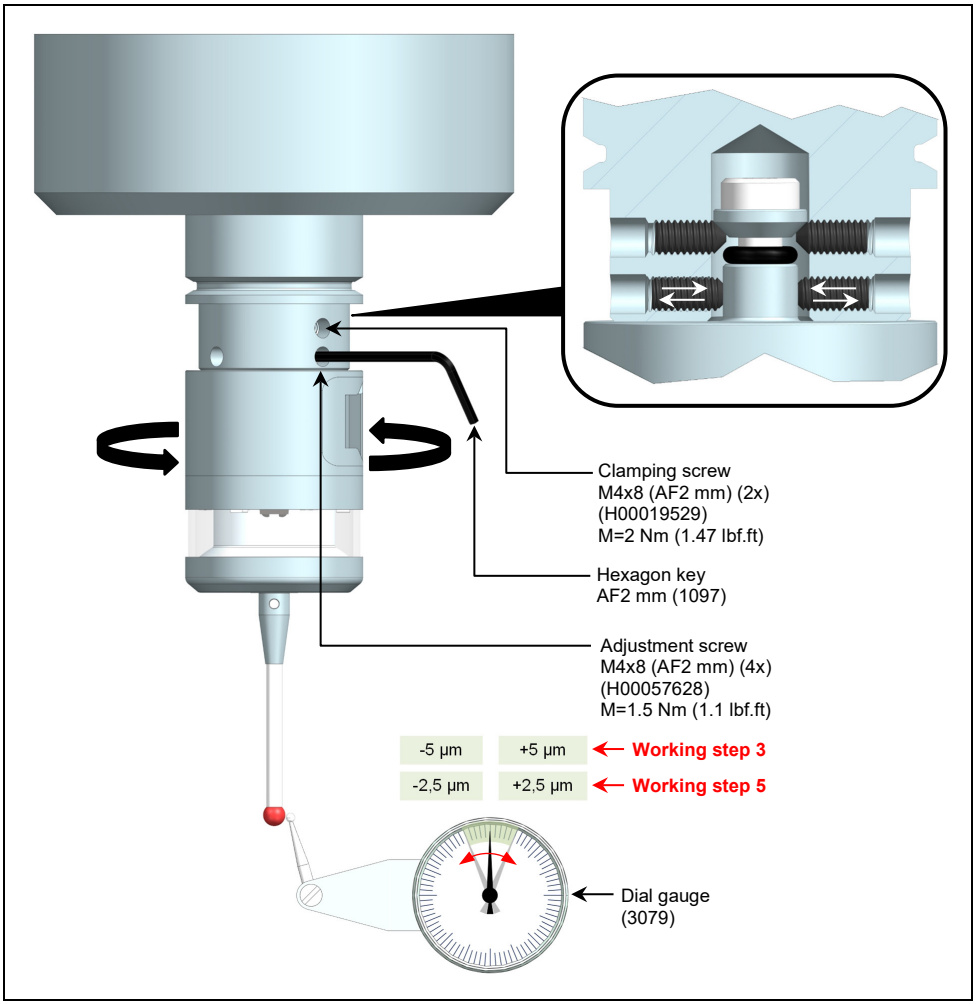

Fig. 9 **Stylus runout adjustment (T)**
4. Tighten clamping screws (2x) to the torque specified in (Fig. 9).
5. Adjust the touch probe with the adjustment screws (4x) to less than 5 µm and tighten them to the torque specified in (Fig. 9).